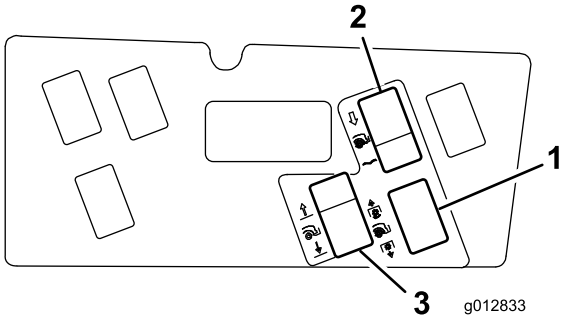

Rysunek 29
10. Oczyść powierzchnię panelu sterowania i przyklej etykiety wokół odsłoniętych otworów (Rysunek 29).
11. Włóż przełączniki do odpowiednich otworów montażowych (Rysunek 29).